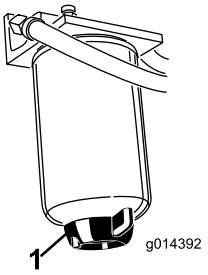

Figur 39
Töm ut vatten eller andra föroreningar från vattenseparatorn (Figur 39) dagligen. Byt ut filterskålen var 400:e körtimme.
2. Lossa avtappningspluggen i botten på filterskålen (Figur 39).